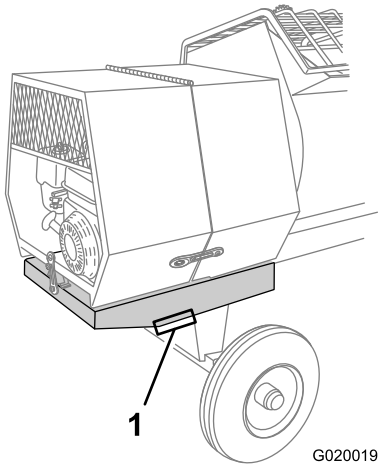

Figura 28
3. Coloque un soporte fijo en cada punto de apoyo de la extensión del bastidor trasero (Figura 28).